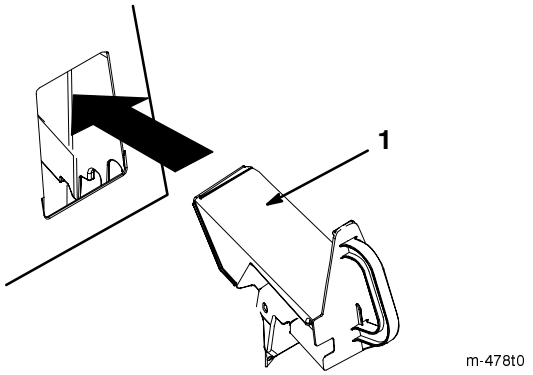

**Figura 16**
4. Inserite il tappo del Recycler nell'apertura, come illustrato nella Figura 16.